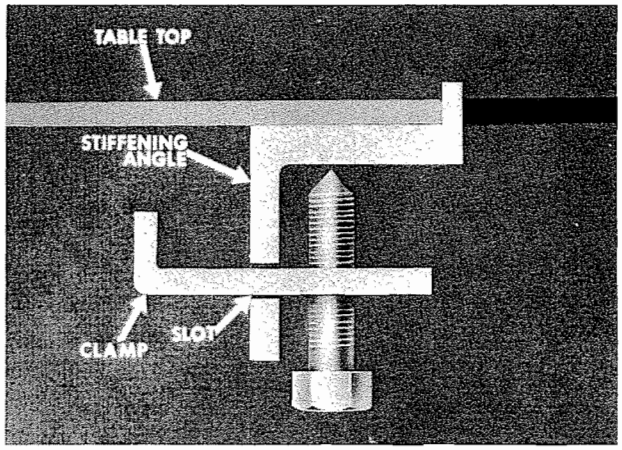

Figure 3
Installation Steps (Figs. 3,4,5,6) 4
5. furnishes with the griddle a stiffening angle or reinforcement frame assembly that is used to reinforce the fixture top. This reinforcement must be spot welded on the perimeter of the counter top cut-out. The upturned flanges on the reinforcement should be located on equal distance from the sides of the cut-out. Figure 3 shows a cut-away view of how the reinforcement frame appears when welded to the fixture top.
NOTE: (1) Before welding the reinforcement frame to the fixture top, assemble the furnished clamps and clamp screws as shown in Fig. 3.
(2) Place one clamp in each of the frame assembly slots. Do not tighten screw.